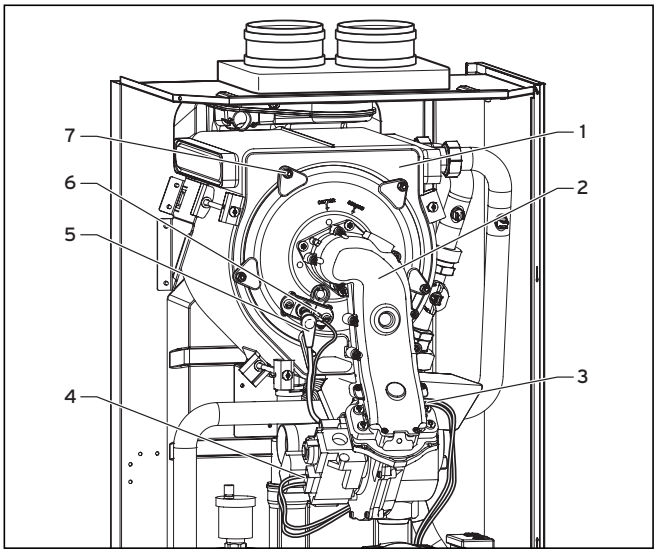

Afb. 8.2 Compacte thermomodule demonteren
- Plaats de compacte thermomodule (**2**, afb. 8.2) in de integrale condensatiewarmtewisselaar (**1**, afb. 8.2).
- Draai de vijf moeren (**7**, afb. 8.2) incl. houder voor de luchtaanzuigbuis overkruis vast tot de branderdeur gelijkmatig tegen de aanslagvlakken ligt.
- Bevestig de ontstekingskabel (**5**, afb. 8.2) en de aardleiding (**6**, afb. 8.2).
- Bevestig de kabels (**3**, afb. 8.2) aan de ventilatormotor en de kabel (**4**, afb. 8.2) aan het gasblok.